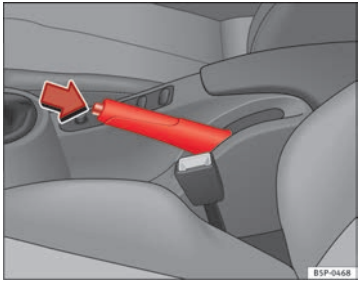

Fig. 152 Handbrake between the front seats
– Pull the handbrake lever up firmly ⇒ Fig. 152.
– Pull the lever up slightly and press the release knob in the direction of the arrow ⇒ Fig. 152 and guide the handbrake lever down fully ⇒ ⚠.